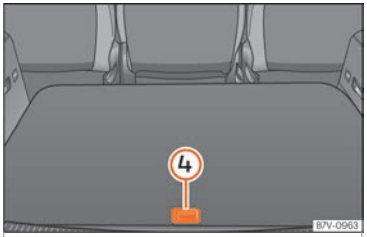

Fig. 192 Other compartments in the boot floor.
Open the rear compartment ››› Fig. 192 ④:	▷ Lift the rear of the boot floor using the handle.